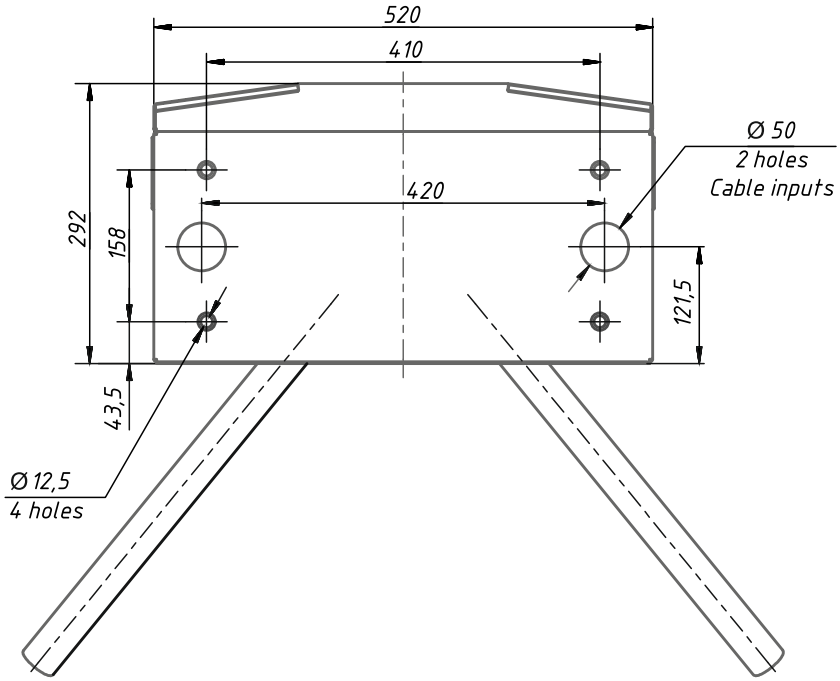

Fig. 13 – Tripod type turnstile installation marking
6) When cables to be laid under the floor surface, then a cable duct to be prepared in the floor leading to the turnstile rack cable entry area. The cable entry area layout is shown in Fig.13 diagram.